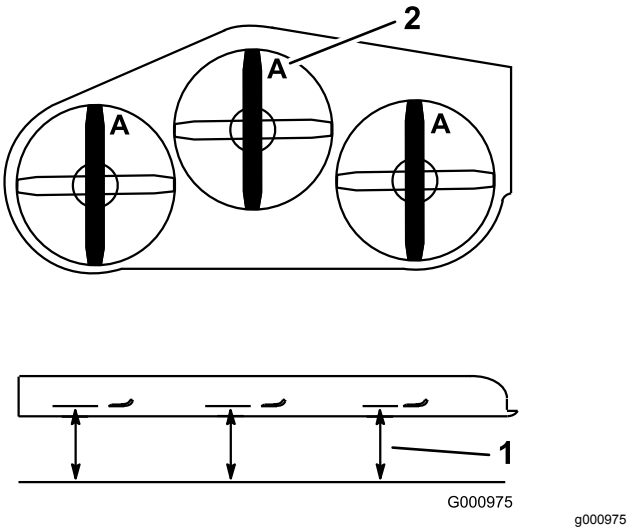

Figure 113
2. Mesurez la distance entre la surface plane et le tranchant (position **A**) des lames (Figure 113).